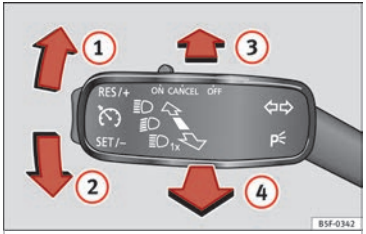

Fig. 131 Turn signal and main beam lever.
- Move the lever ››› **Fig. 131** up (1) or down (2).
- Press the lever ››› **Fig. 131** forward in the direction indicated by arrow (3).
- Pull the lever back to its original position in the direction indicated by arrow (4) to switch the main beam off.
- Pull the lever ››› **Fig. 131** towards the steering wheel (point of resistance) in the direction indicated by arrow (4).
– Move the turn signal lever ››› **Fig. 131** ››› **page 123** up or down to turn on the right or left-hand parking lights respectively.